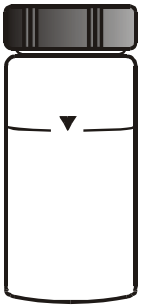

Figure 6: Sample Vial
1. Obtain a clean and dry sample vial (Figure 6).